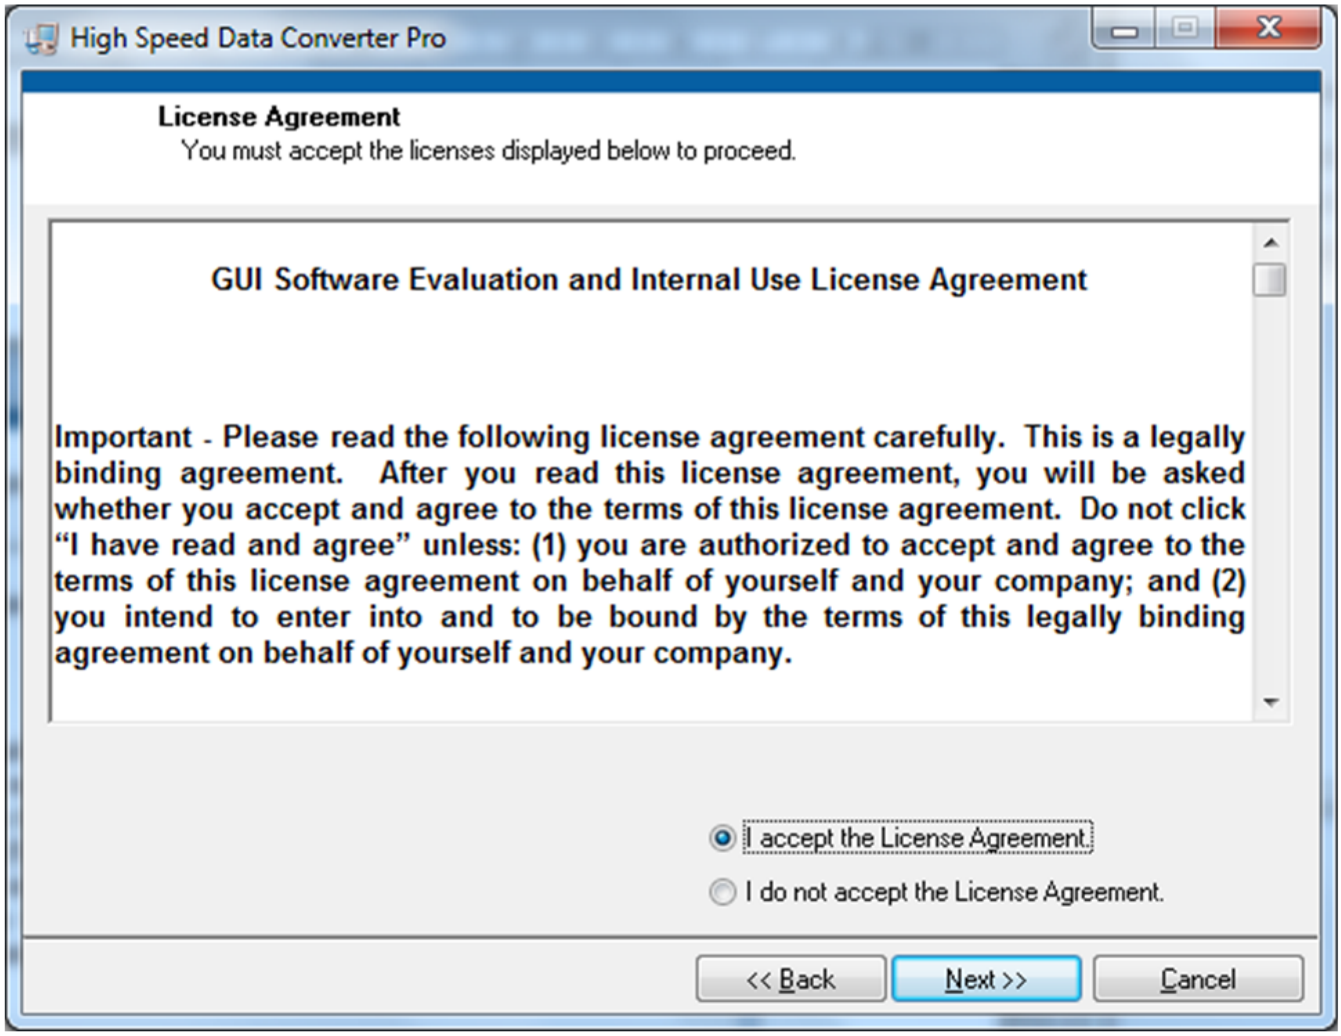

Figure 25. HSDCPro Install (TI License Agreement)
- Read the License Agreement from Texas Instruments and select *I accept the License Agreement* and press the *Next* button as shown in Figure 25.